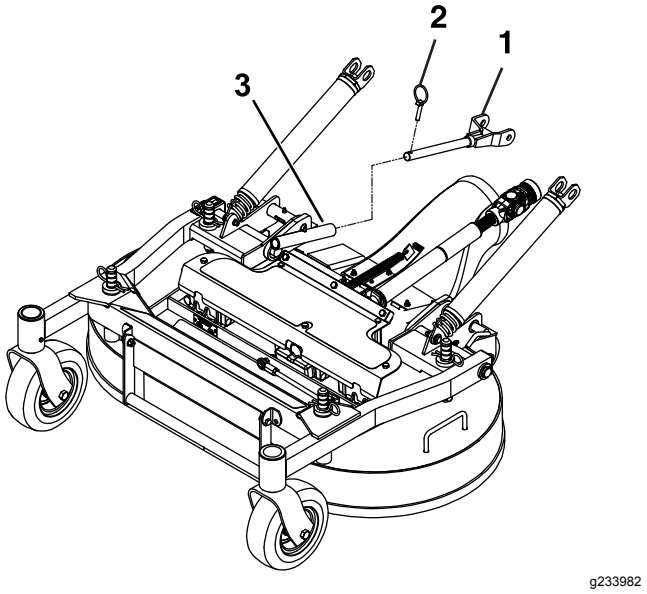

Figur 79
7. Ta bort hjulsprintarna framför skjutarmarna på båda sidor av maskinen (Figur 79).
7. Fäst skjutarmarna med hjulsprintarna på vänster och höger sida av maskinen (Figur 79).